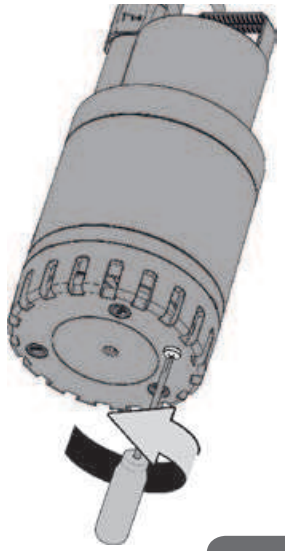

Fig. 9
- Skruva loss fästskruven på filtret (fig. 9) på de modeller som är försedda med denna skruv.